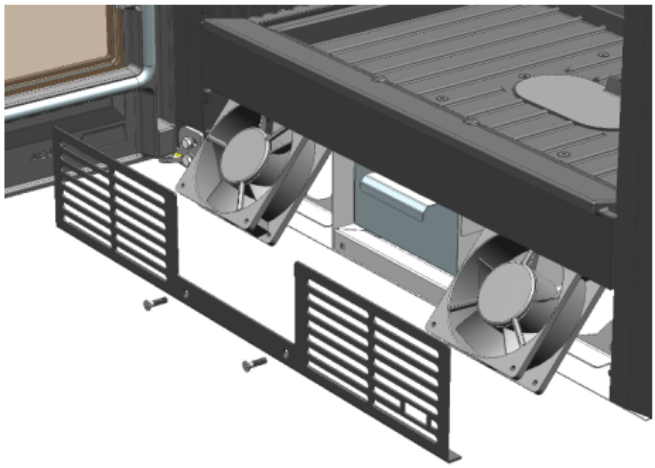

FIG. 7
3. Retirez-les en biais par l'ouverture frontale (Fig. 7).